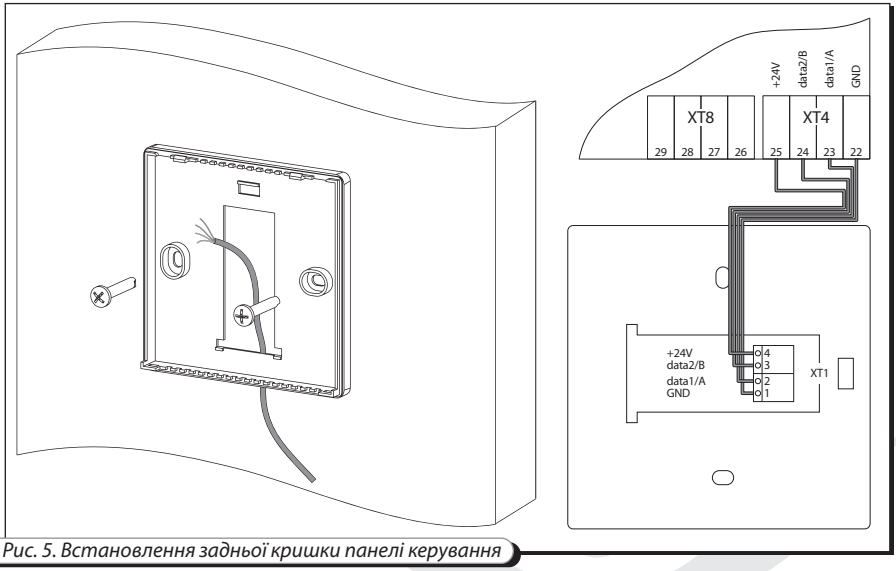

Рис. 5. Встановлення задньої кришки панелі керування
- Закріпіть задню кришку панелі до стіни (рис. 5).
- З'єднайте кабель з клемною колодкою. Схема підключення показана на рис. 5.